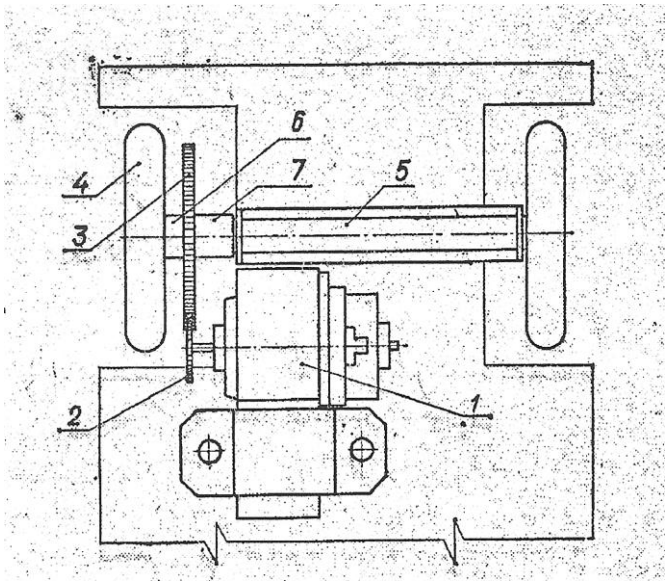

Рис. 2
3. Ввести в зчеплення провідне зубчасте колесо 2 (рис. 2) електродвигуна 1 з веденим колесом 3 приводного вала 5.